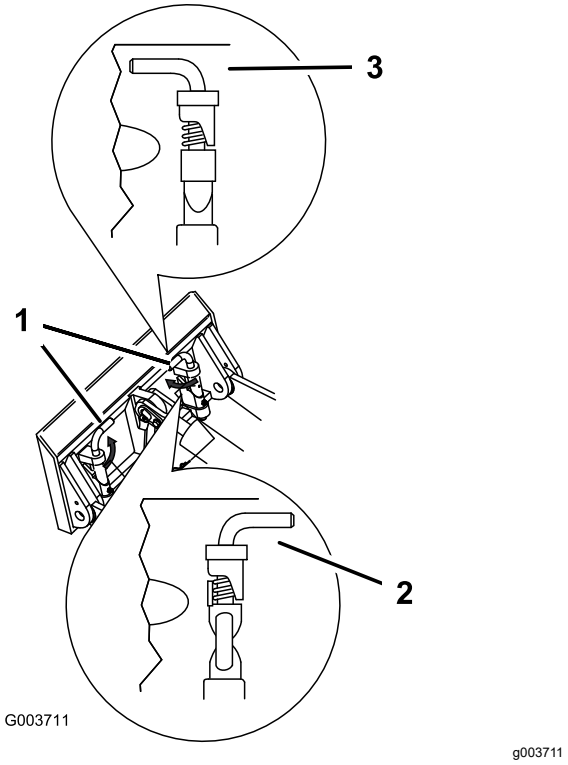

Rysunek 5
7. Załóż sworznie szybkomocujące upewniając się, że zostały całkowicie osadzone w płycie montażowej (Rysunek 5).